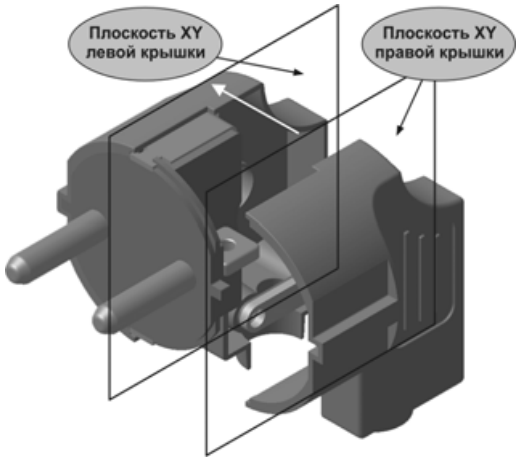

Рис. 7.52
- В окне модели выделены обе плоскости (рис. 7.52). Нажмите кнопку **Совпадение** на панели **Сопряжения**.